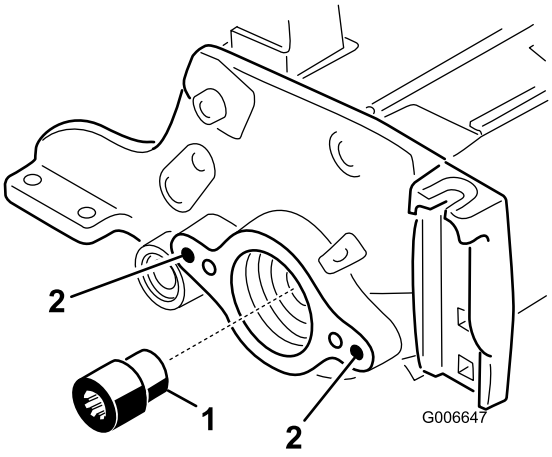

Figur 7
12. Ved hjælp af værktøjet til knivcylinderens drivaksel fjernes den notede indsats fra knivcylindermotorens ende af knivcylinderakslen (Figur 7). Brug værktøj til knivcylinderens drivaksel, reservedelsnr. TOR4074. Fjern alt fedt fra det hul med gevind, hvor den notede indsats sad.
13. Monter den nye (længere) notede indsats på knivcylinderakslen (Figur 7). Påfør blå Loctite på indsatsens gevind, før montering. Spænd til 115-129 N·m.
15. Med en 3/8-16-tap fjernes malingen fra de ydre monteringshuller i de venstre og højre sideplader (Figur 7).